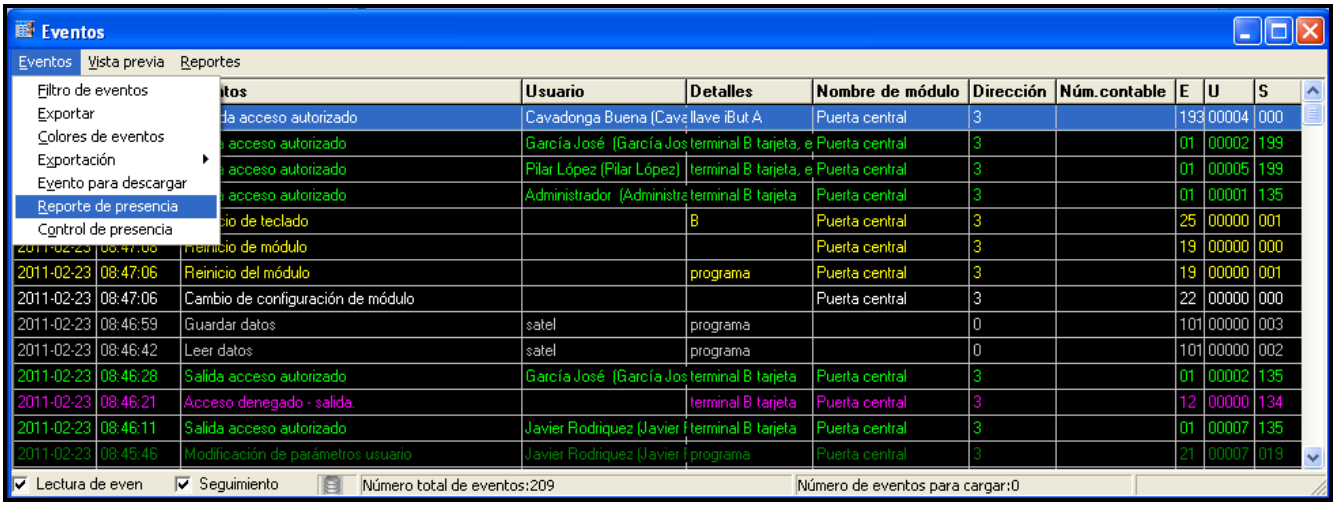

Fig. 34. Comando REPORTE DE PRESENCIA en la ventana EVENTOS.
– abrir la ventana EVENTOS, seleccionar el comando EVENTOS para abrir el menú y seleccionar REPORTE DE PRESENCIA (ver: fig. 34);
– abrir la ventana EVENTOS, después seleccionar el comando EVENTOS para abrir el menú y seleccionar ahí CONTROL DE PRESENCIA (ver: fig. 34);